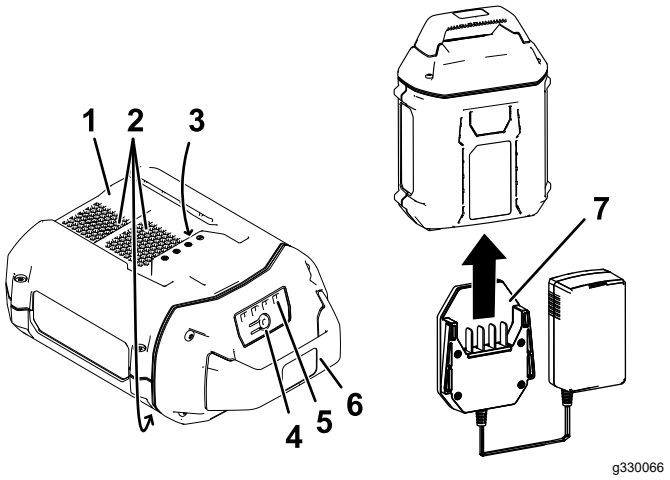

**Figura 10**
2. Alinee el cargador con el hueco de la parte trasera de la batería (Figura 10).
3. Introduzca el cargador en la batería hasta que esté completamente asentada (Figura 10).